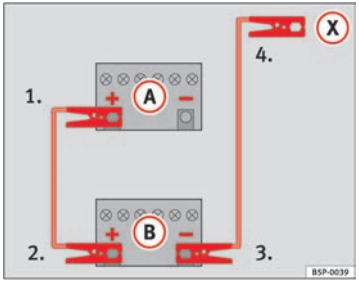

Fig. 243 How to connect the jump leads
⇒ fig. 243 (A) shows the flat battery and (B) the charged battery.
1. Connect one end of the red jump lead to the positive ⇒ fig. 243 (+) terminal of the vehicle with the flat battery ⇒ ⚠.
4. Connect the other end of the black jump lead (X) to a solid metal component which is bolted on to the engine block, or onto the engine block itself of the vehicle with the flat battery. Do not connect it to a point near the battery ⇒ ⚠.